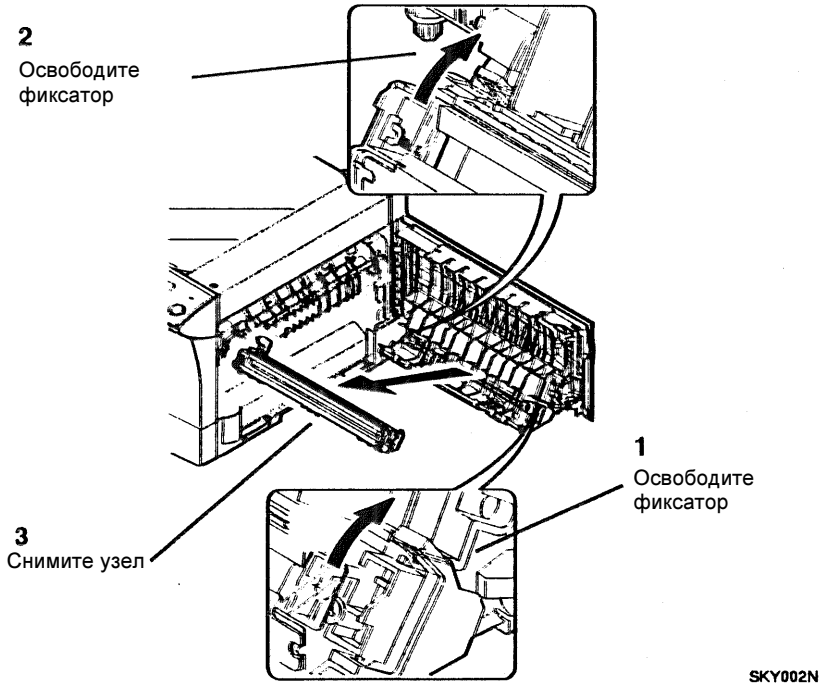

Рисунок 1. Снятие узла переноса/отделения
2. (Рисунок 1): Снимите узел коротрона переноса/отделения.